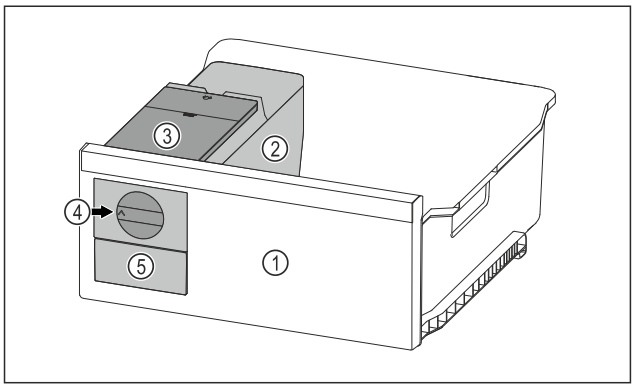

Fig. 148 Example illustration
▶ Turn the rotary knob *Fig. 148 (4)* clockwise as far as it will go.
▷ Ice cubes fall from the ice cube tray into the ice cube drawer *Fig. 148 (5)*.